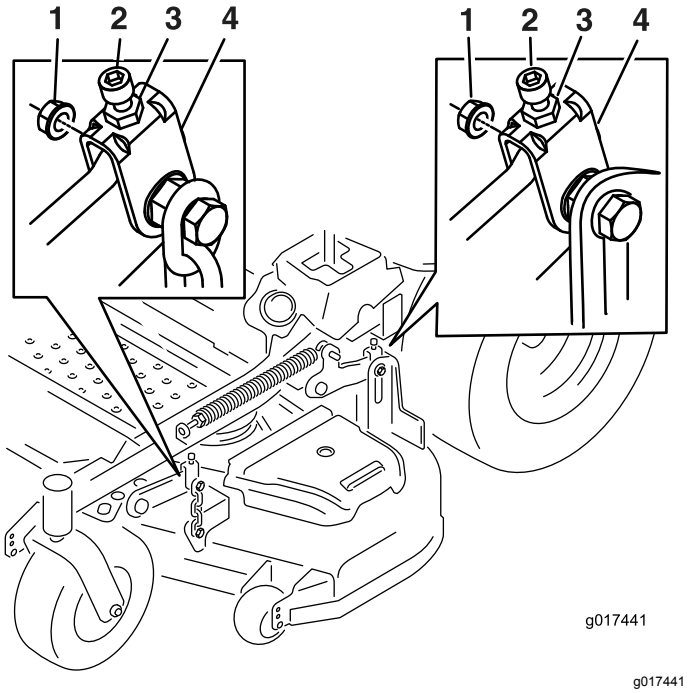

Bild 78
10. Lösen Sie ggf. die Mutter an der Seite des Bügels und die Klemmmutter oben (Bild 78).
17. Drehen Sie den Einstellschraube, um eine Höhe von 8,3 cm zu erhalten (Bild 78).